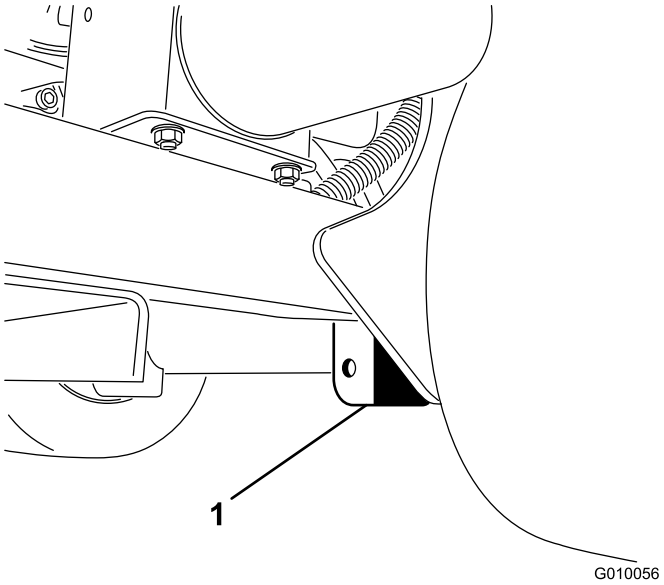

**Rysunek 41**
2. Umieść dźwignik bezpiecznie pod płytą ramy od wewnątrz, przy samym kole tylnym (Rysunek 41).